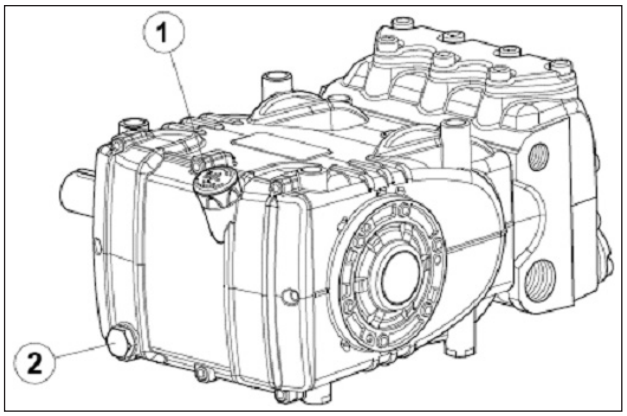

Fig. 3
Contrôler le niveau d'huile et faire l'appoint si nécessaire Avec la jauge de niveau d'huile rep. ①, Fig. 3.
Le contrôle correct du niveau d'huile doit s'effectuer avec la pompe à température ambiante, alors que la vidange de l'huile se fait avec la pompe à la température de fonctionnement en retirant d'abord la jauge d'huile rep. ①, puis le bouchon rep. ②, Fig. 3.
Utiliser une sonde de température à introduire à l'intérieur du bouchon de vidange rep. ② Fig. 3.